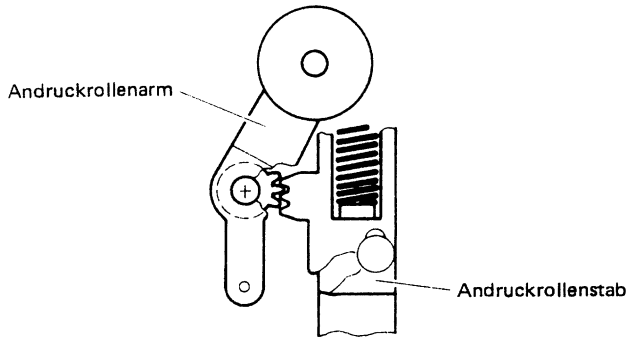

Abb. 2-5 Andruckrollenarm
1. Bei Stopbetrieb muß die Teileausrichtung, insbesonders die Eingreifposition der Verzahnung von Andruckrollenarm und Andruckrollenstab, wie in Abb. 2-5 gezeigt, vorliegen.